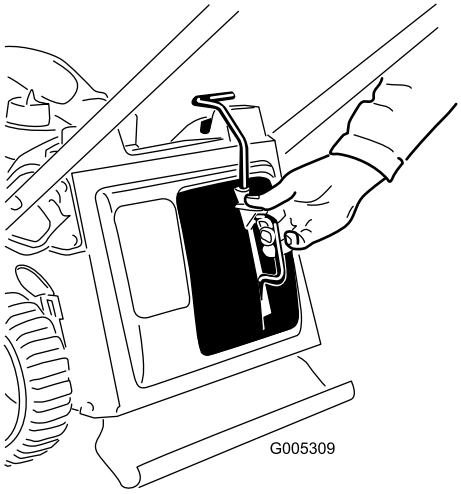

Figuur 30
3. Plaats de mulchplug (Figuur 30).